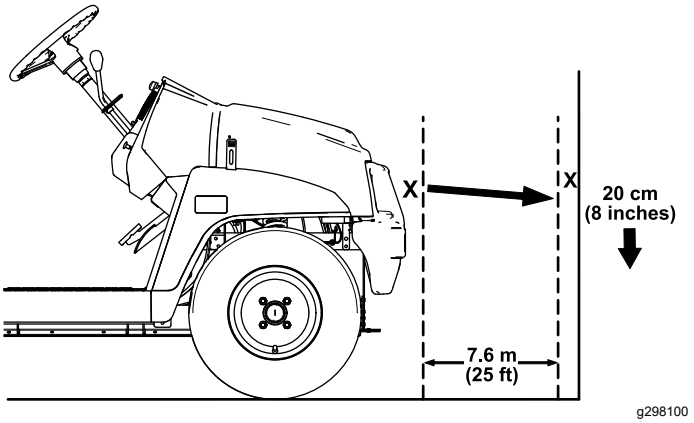

Figuur 46
1. Parkeer de machine op een horizontaal oppervlak met de koplampen op ongeveer 7,6 meter verwijderd van een muur (Figuur 46).
Het helderste gedeelte van de lichtstraal van de koplampen dient zich 20 cm onder de markering op de muur te bevinden (Figuur 46).